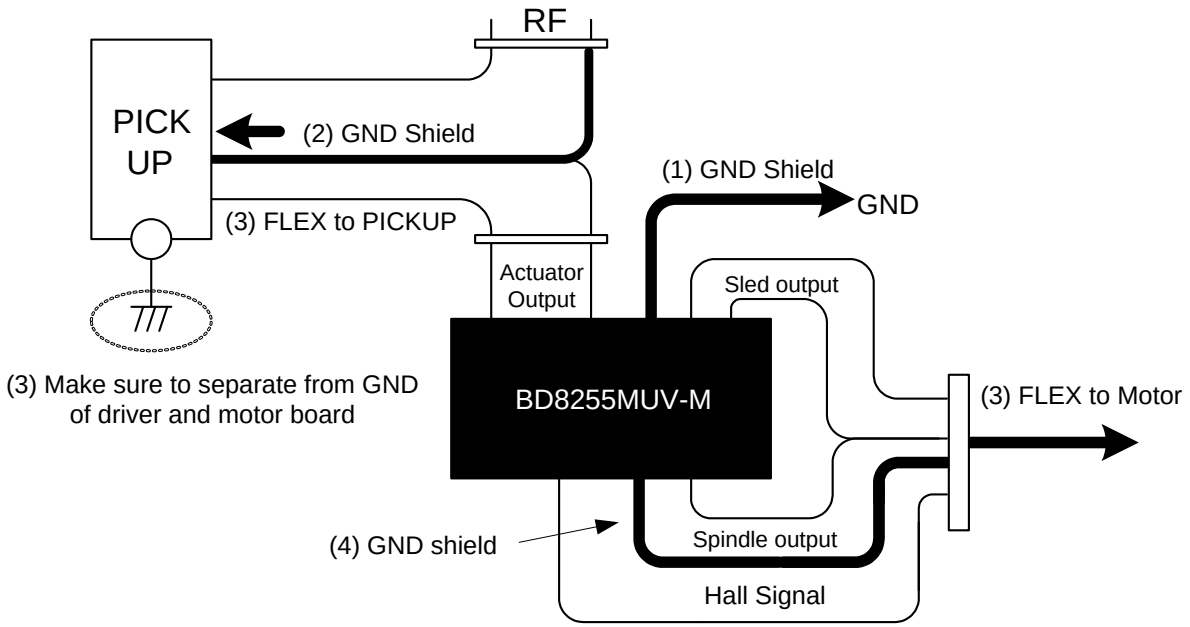

Figure 29. RF Noise Suppression
- Countermeasures against B - See Figure 29. -
(1) Ensure certain distance between RF signal line and PWM-driven output line. If they must be located inevitably too close, shield the RF signal line with GND except the stable GND.
(2) Like in (1), flexible cable to the pickup should be shielded with GND in order to separate noise between the signal line and the actuator drive output line.
(3) Connect the motor system and the actuator system to separate flexible cables.
(4) As FG pulse is generated from hall signal, provide a shield with stable GND or other wire with low impedance between the PWM output and the hall signal so that noise is not radiated from the flexible cable and the board pattern.